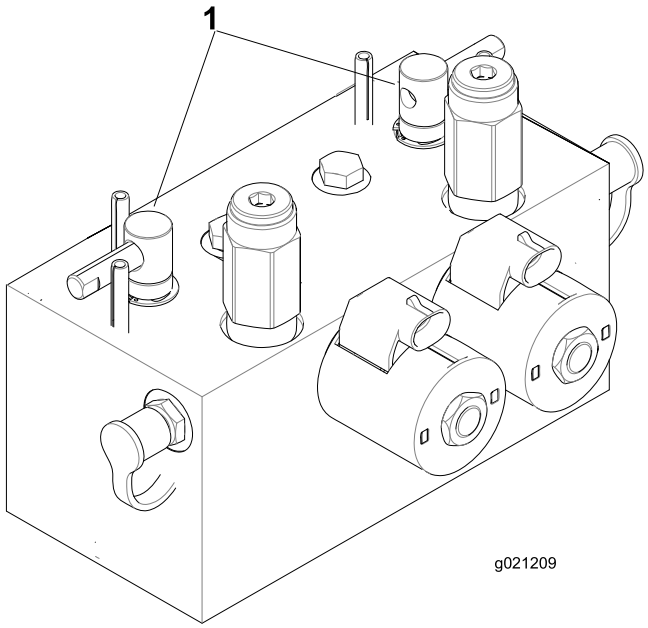

Figur 77
2. Lås sædet op, og løft det, så baglapningshåndtagene bliver tilgængelige (Figur 77).
5. Brug enten forreste, bageste eller begge baglapningshåndtag for at vælge de enheder, som skal baglappes (Figur 77).